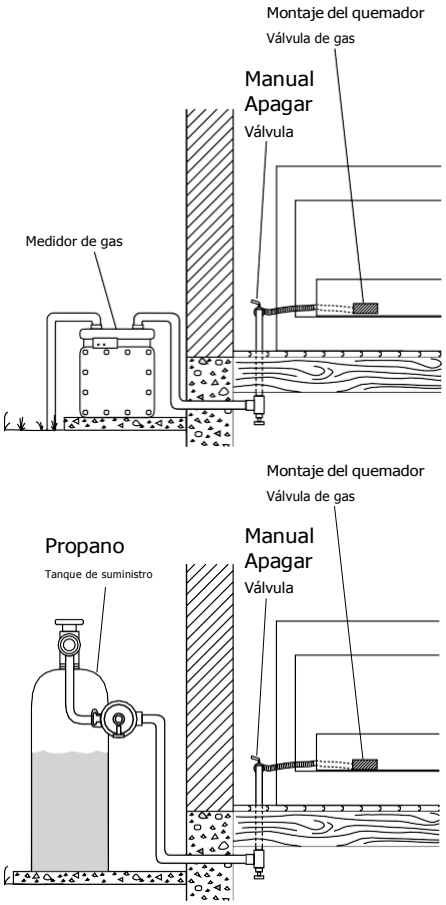

Figura 5.10 - Comprobación de juntas de gas
3. Revise todas las uniones desde el medidor de gas hasta la válvula de cierre manual (vea la Figura 5.10). Aplique una mezcla de jabón líquido y agua a las juntas de gas. Las burbujas que se forman muestran una fuga.
4. Revise todas las uniones desde la válvula de cierre manual hasta la válvula de gas del conjunto del quemador (vea la Figura 5.10). Aplique una mezcla de jabón líquido y agua a las juntas de gas. Las burbujas que se forman muestran una fuga.